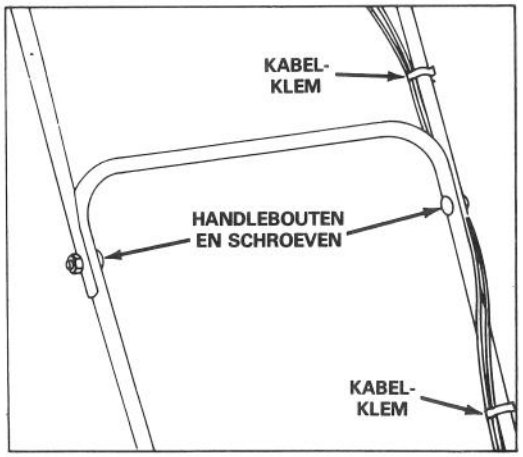

Afbeelding 2
2. BOVEN HANDLE (Afb. 2) — Zet de boven en beneden handle vast met de handleknoppen en schroeven. Breng de bedieningskabel op de juiste plaats en zet deze vast met de kabelklemmen.